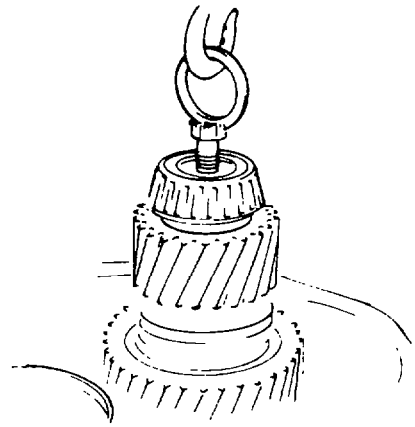

Fig. 246 — Installing Countershaft Assembly
h. Turn the transfer case 180 degrees (rear of case facing up), using suitable lifting equipment install the countershaft assembly in the case (see fig. 246), then install the countershaft rear bearing clamp plate and retaining bolt (left-hand thread). Torque the retaining bolt to 720 – 773 Nm (530 – 570 lb.ft).